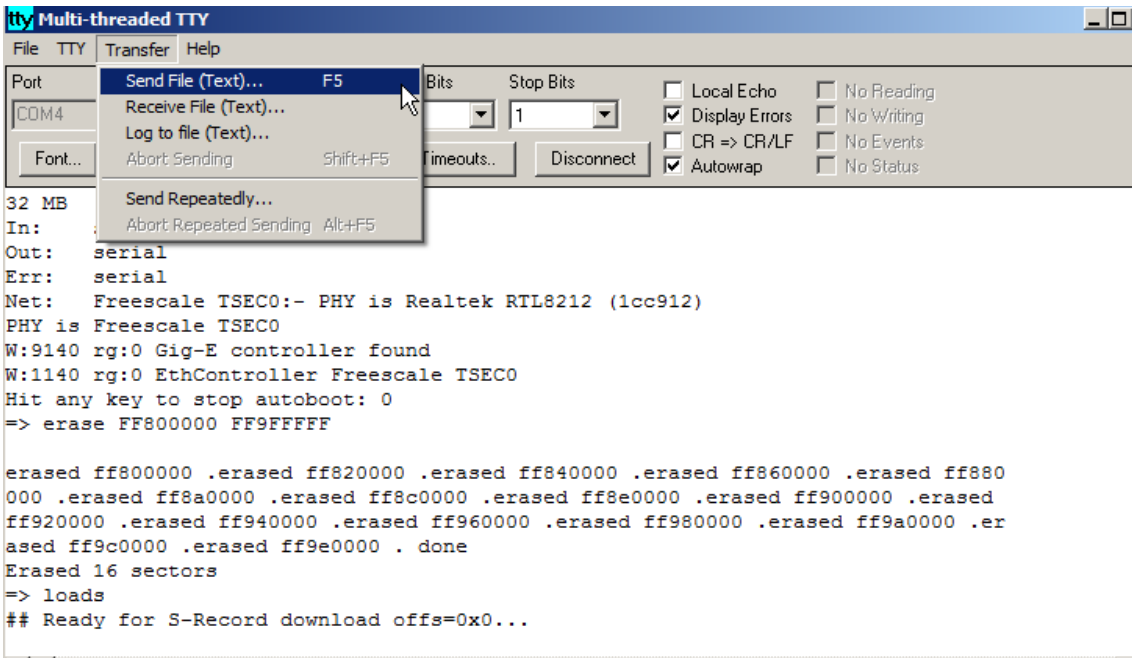

Figure 4-13. Firmware Update via Serial Port
STEP 6: Do the following to transfer the Motorola firmware image file (refer to Figure 4-13):